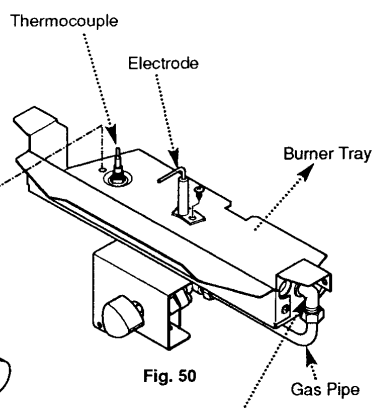

Fig. 50
1. Undo the screw retaining the spark electrode to the burner tray (Fig. 50).
1. Remove the burner as described above and undo the union nut connecting the gas feed pipe to the injector (Fig. 50).